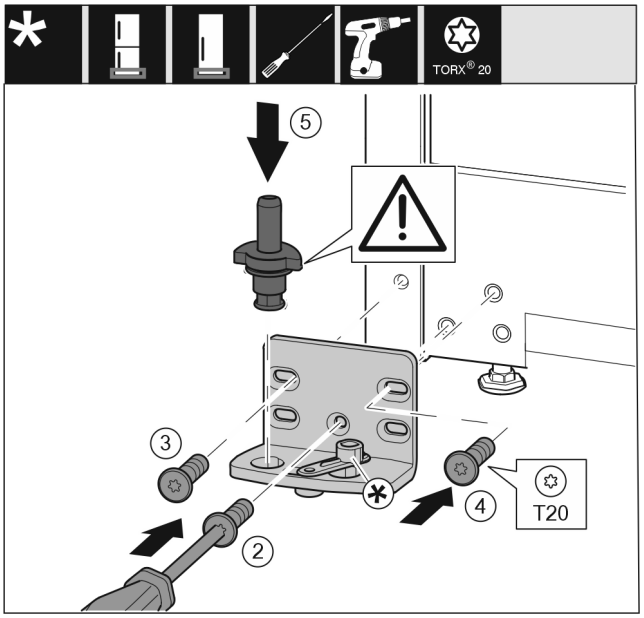

Fig. 16
- ▶ Lagerbock auf der anderen Seite ansetzen und mit Hilfe eines Schraubendrehers T20 anschrauben. Mit Schraube 2 unten in der Mitte beginnen. *Fig. 16 (2)*
- ▶ Schraube 3 und 4 festschrauben. *Fig. 16 (3,4)*
- ▶ Lagerbolzen komplett einsetzen. Dabei darauf achten, dass der Rastnocken nach hinten zeigt. *Fig. 16 (5)*